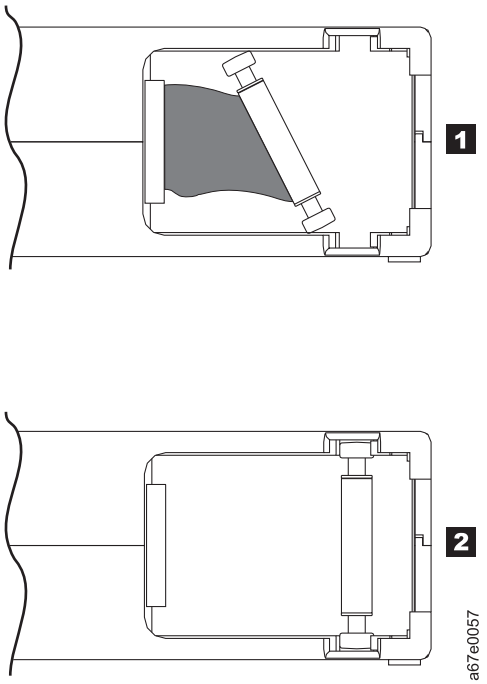

Figure D-9. Leader pin in the incorrect and correct positions. The cartridge door is open and the leader pin is visible inside the cartridge.
- Do not drop the cartridge. If the cartridge drops, slide the cartridge door back and ensure that the leader pin is properly seated in the pin-retaining spring clips (see **2** in Figure D-9 on page D-21). If the leader pin has become dislodged, go to "Repositioning a Leader Pin" on page D-20.
A leader pin that is improperly seated inside a cartridge can interfere with the operation of the drive. Figure D-9 on page D-21 shows a leader pin in the incorrect **1** and correct **2** positions.